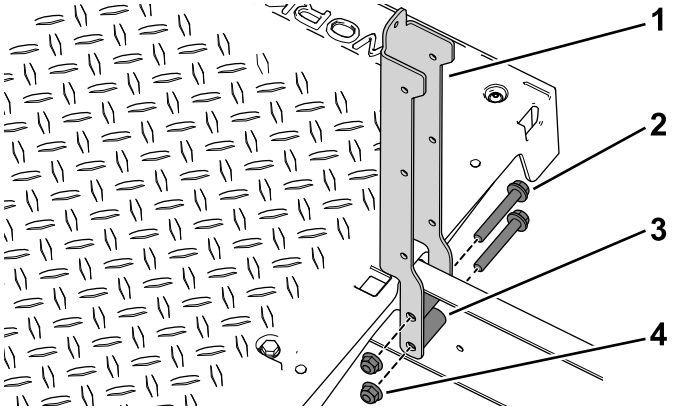

Figure 92
2. Servez-vous des 4 boulons à embase (3/8" x 2½"), entretoises et écrous à embase pour fixer les supports de siège gauche et droit sur la machine (Figure 92).